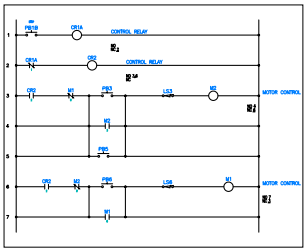

*Figure 6-53 The ladder after using the **Scoot** tool*
5. Press ENTER to exit the command. Figure 6-53 shows the schematic diagram after using the **Scoot** tool.